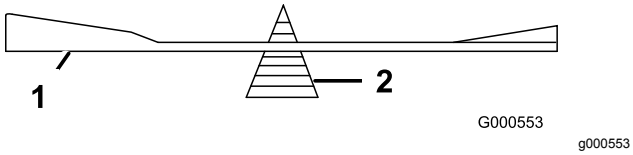

Figure 118
2. Vérifiez l'équilibre de la lame en la plaçant sur un équilibreur (Figure 118).